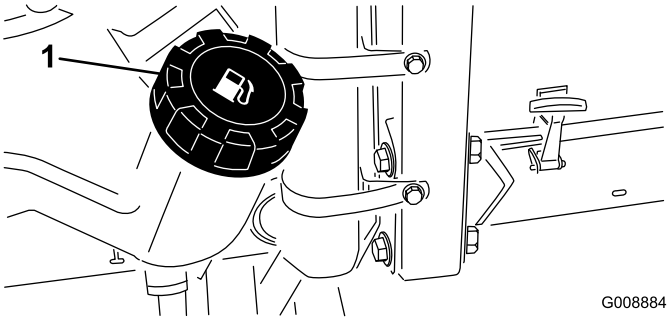

**Figur 37**
1. Rengør området omkring brændstoftankens dæksel (Figur 37).